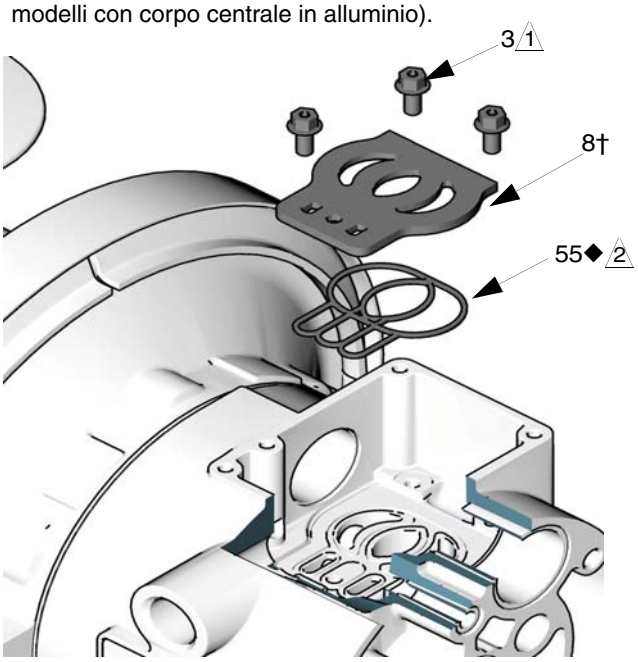

FIG. 8
5. Verificare che la piastra della valvola (8) sia in posizione. Se danneggiato, utilizzare un cacciavite torsiometrico (T20) o una chiave fissa a tubo da 7 mm (9/32 poll.) per rimuovere le tre viti (3). Rimuovere la piastra della valvola (8). Vedere la FIG. 8.
2. Nei modelli con corpo centrale in alluminio, installare la guarnizione della piastra della valvola (55◆) nella scanalatura sul fondo della cavità della valvola. La parte arrotondata della guarnizione ***deve essere rivolta verso il basso*** nella scanalatura. Vedere la FIG. 8.
3. Installare la piastra della valvola (8) nella cavità, sigillare. Installare le tre viti (3), utilizzando un cacciavite torsiometrico (T20) o una chiave fissa a tubo da 7 mm (9/32 poll.). Serrare fino a quando le viti non raggiungono il fondo del corpo. Vedere la FIG. 8.